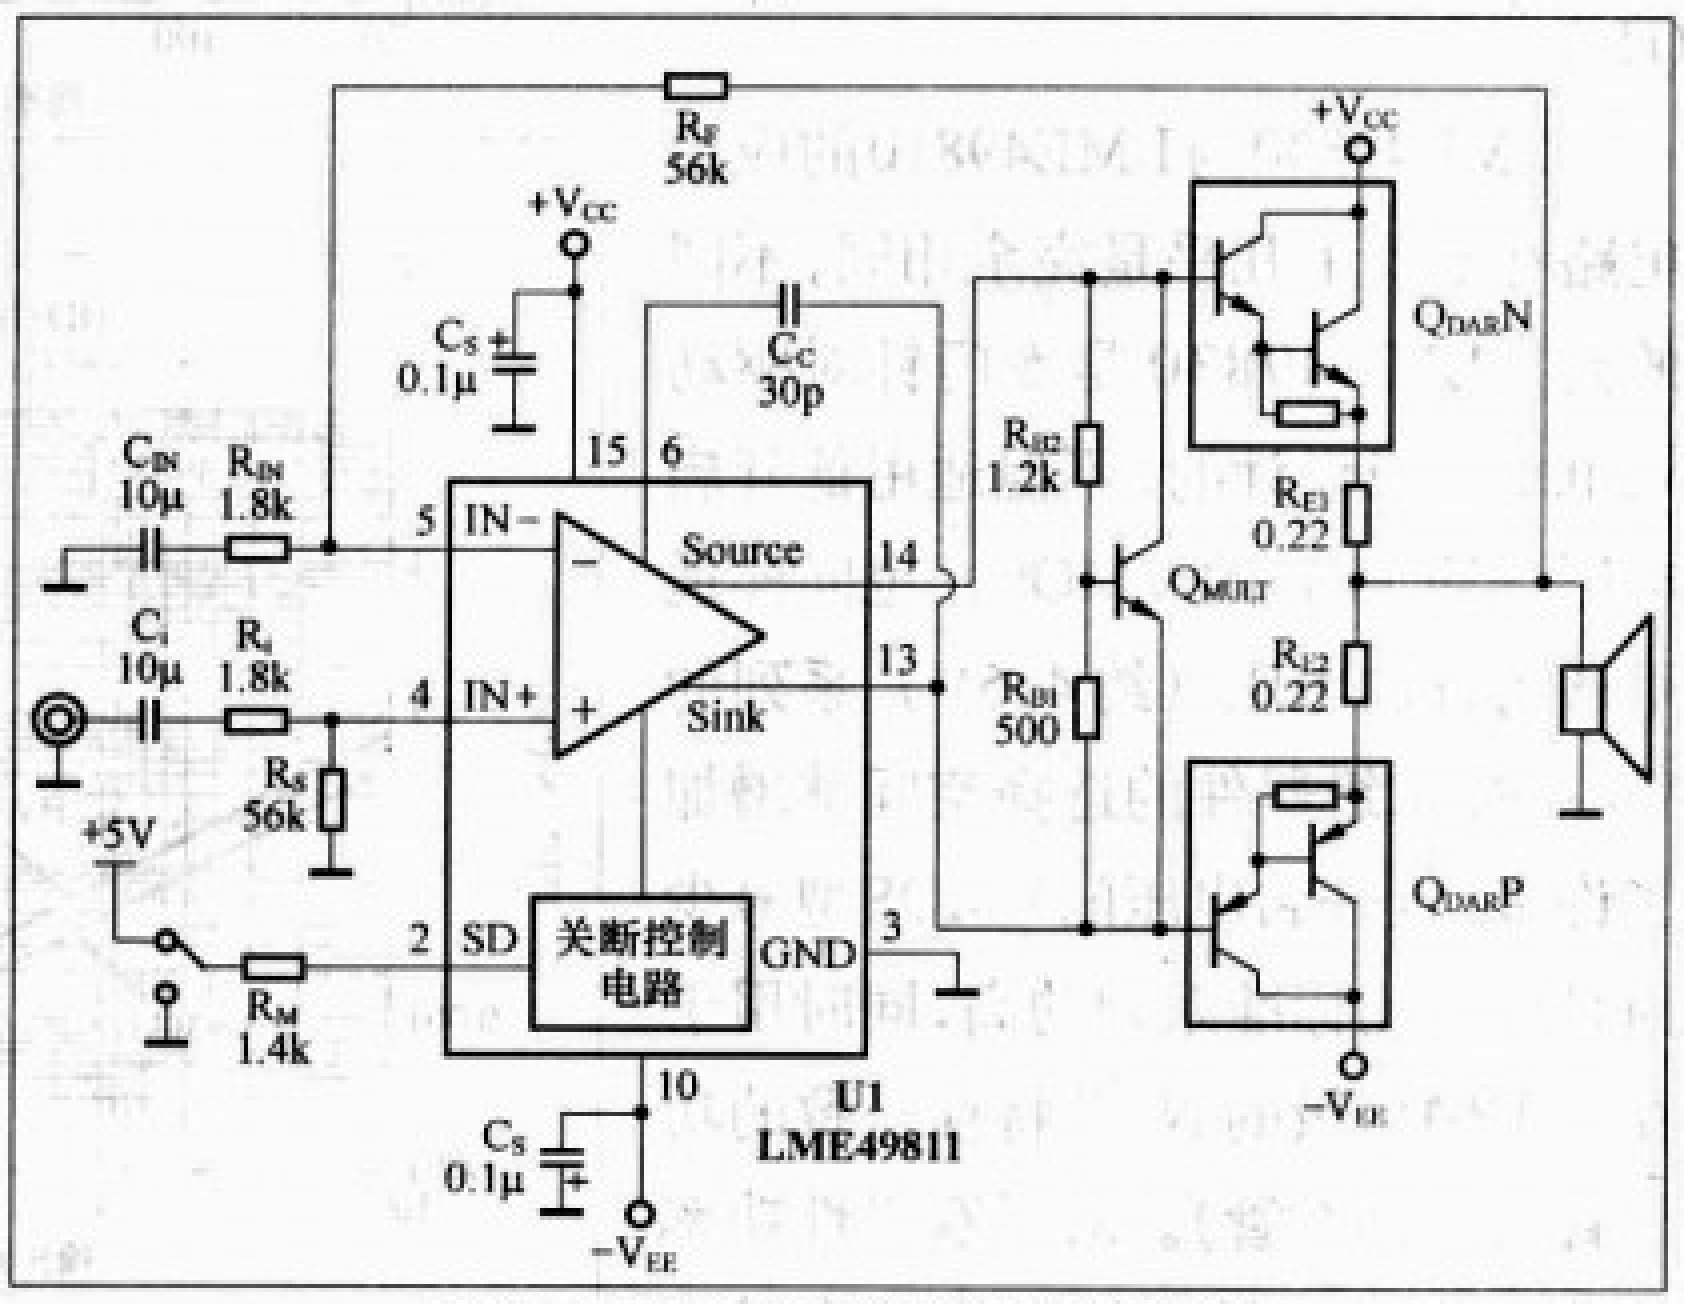

图3 LME49811的典型应用电路
5.有兴趣者还可以加一个前级输出、切换电路（见图3的虚线部分），使它成为一个两用机，玩起来比较方便。
LME49811与LM4702、LME47810一样，主要是与双极性功率晶体管末级相搭配的，可以采用达林顿或用中功率管和大功率管组成复合管。因为同是单声道驱动级IC，LME49811典型应用电路与LME49810非常相似，如图3所示。从图3可以看出这是一个典型的采用双电源供电的OCL功率放大器电路，只是驱动级被集成了。电路的电压增益由负反馈回路中的电阻决定，计算公式为：$AV = R_F / R_i$ (V/V)，不过最低增益有限制，不能低于26dB，以V/V计，不能低于28V/V，否则，放大器的性能就会大打折扣，还有可能引起放大器不稳定，如自激等。反馈回路和输入回路的阻容